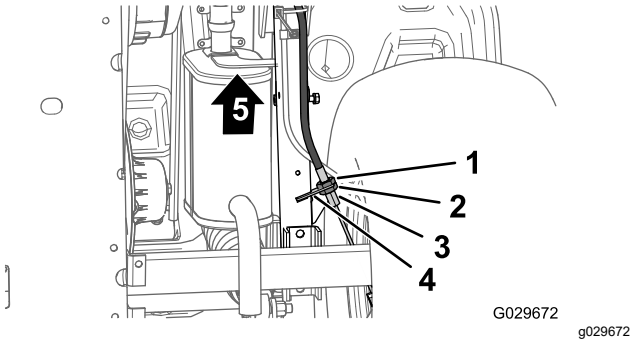

Figur 67
3. I bunden af maskinen løsnes den bageste kontramøtrik til den gevindskårne justeringsskrue på parkeringsbremsens kabel med 4 omgange (Figur 67).
4. Stram den fremadgående kontramøtrik (Figur 67).
A. Løsn den fremadgående kontramøtrik (Figur 67) for den gevindskårne justeringsskrue på parkeringsbremsens kabel med 1 omgang.
B. Stram den bageste kontramøtrik (Figur 67).
A. Løsn den bageste kontramøtrik (Figur 67) for den gevindskårne justeringsskrue på parkeringsbremsens kabel med 1 omgang.
B. Stram den fremadgående kontramøtrik (Figur 67).